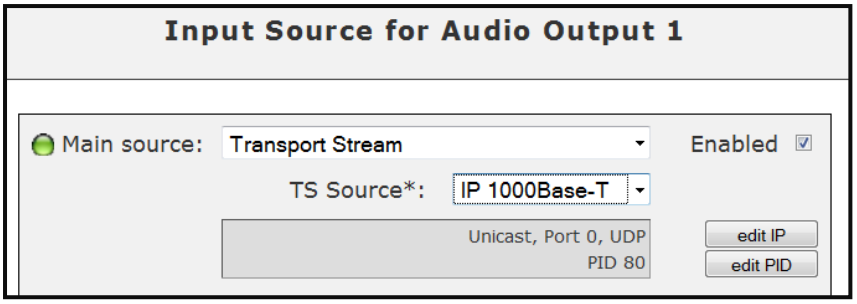

Fig. 17: TS Source for Audio Output: IP 1000Base-T.
4. Click the edit IP button (see Fig. 17).
5. Click the edit IP button (see Fig. 17) to open the setting window.